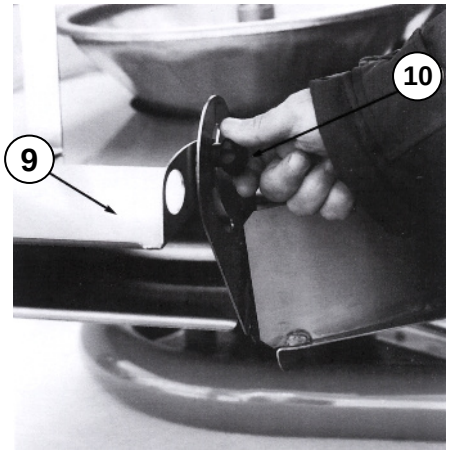

Rys. 50
Szerokość rozsiewania nawozu może być zmieniana poprzez zmianę nachylania klap regulacyjnych (9) - Rys. 50, które zamontowane są przy otworach wylotowych osłon. W tym celu należy: odkręcić pokrętło (10), ustawić klapy (9) pod odpowiednim nachyleniem i zacisnąć pokrętło (10).